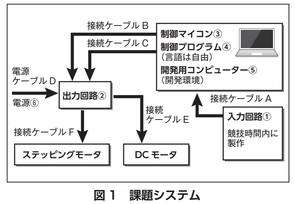

図１　課題システム
課題システムの概要は図１の通り。設計仕様に基づいた「入力回路①」を、支給される電子部品を用いて競技時間内に設計・製作する。「入力回路①」と、競技者が各自準備・持参した「出力回路②」を、同じく競技者が持参した「制御用マイコン③」にケーブルで接続する。競技者は大会当日に提示された仕様に基づいた「制御プログラム④」を時間内に作成し、「制御用マイコン③」にプログラムを転送し、実行・完成させる。競技時間は２時間30分。